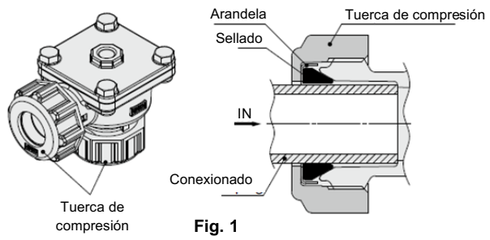

Fig. 1
- Apriete de las tuercas de compresión, ver fig. 1.